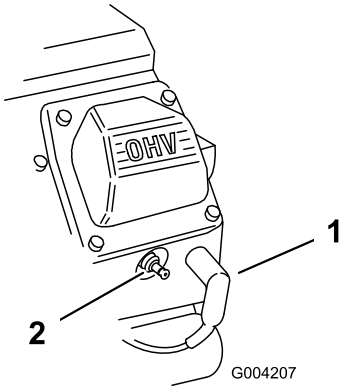

Figuur 34
3. Trek de kabels van de bougies (Figuur 34).
3. Druk de bougiekabels op de bougies (Figuur 34).